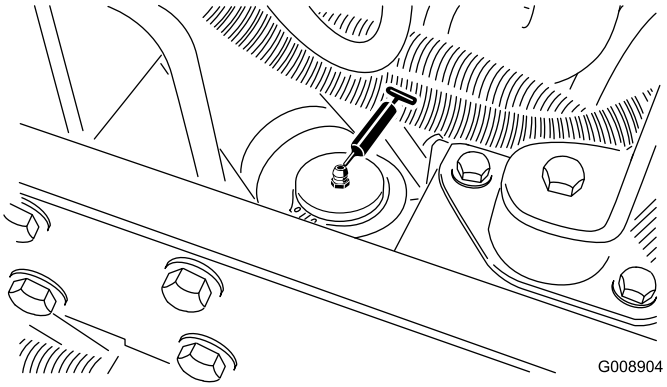

Rysunek 60
- Siłownik wspomagania kierownicy (Rysunek 60).